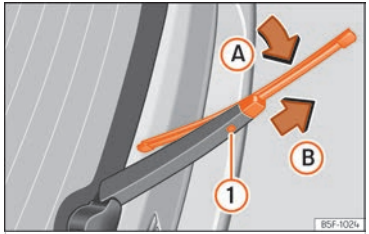

Fig. 192 Changing the rear wiper blade
- Rotate the blade slightly ››› Fig. 192 (arrow Ⓐ).
- Hold down the release button ① while gently pulling the blade in the direction of the arrow Ⓑ.
- Insert a new blade of the **same length and type** in the rear wiper arm in the opposite direction to the arrow Ⓑ until button ① hooks into place.